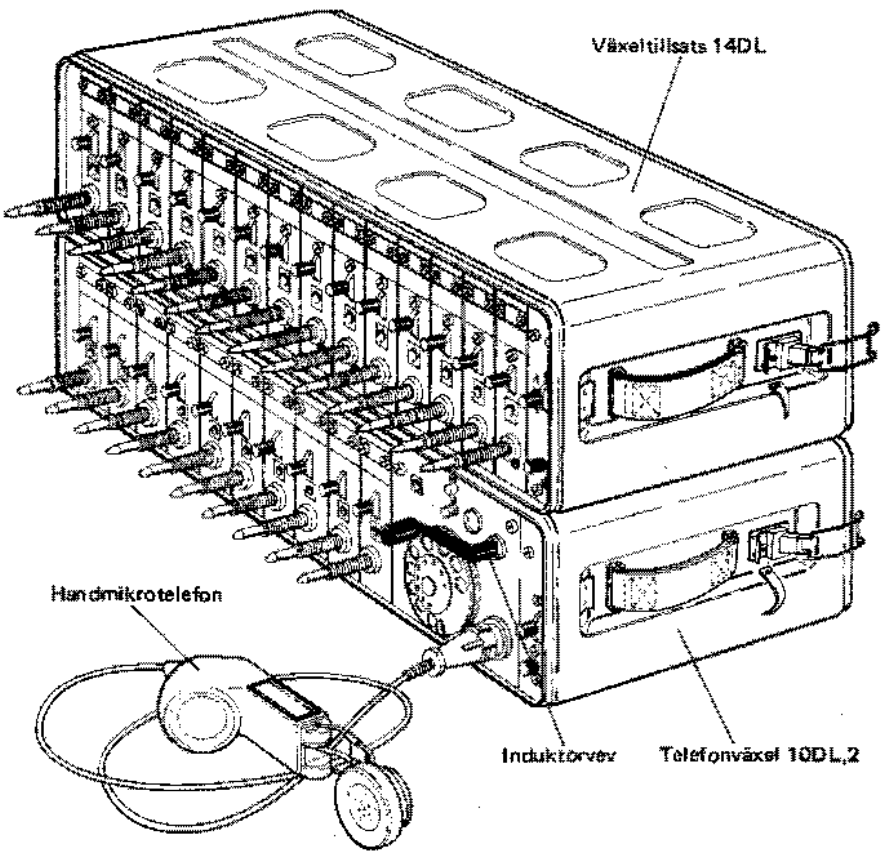

Bild 14. Telefonväxel 24DL sedd framifrån
1. Ställ telefonväxel 10DL,2 på lämpligt underlag. Ställ därefter växeltillsats 14DL ovanpå (bild 14).
4. Anslut handmikrotelefonen (eller huvudmikrotelefonen) till anslutningstaget på telefonväxelns framsida (bild 14).